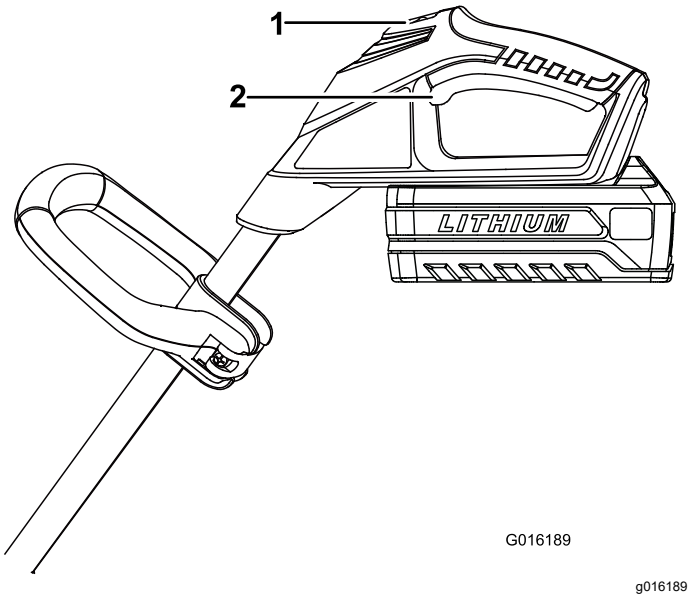

Figure 7
4. Pour démarrer la débroussailleuse, poussez le commutateur de verrouillage en arrière, puis serrez la poignée d'actionnement (Figure 7).